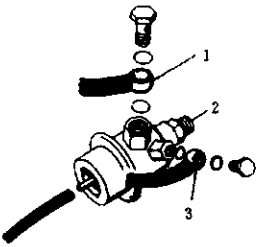

图 5—27
③拆开差压调节器电气导线连接器；
④如果差压太低，则测量燃油分配器回油管中的燃油流量；按图 5—27 所示，拆开膜片式压力调节器燃油管并把拆开的油管头放进一个容器中，堵死压力调节器和回油泵的开口部分，这时在 1min 的时间内流进容器中的燃油量应为 0.13～0.15L，然后用新的密封垫接上油管并按规定的力矩拧紧接头；